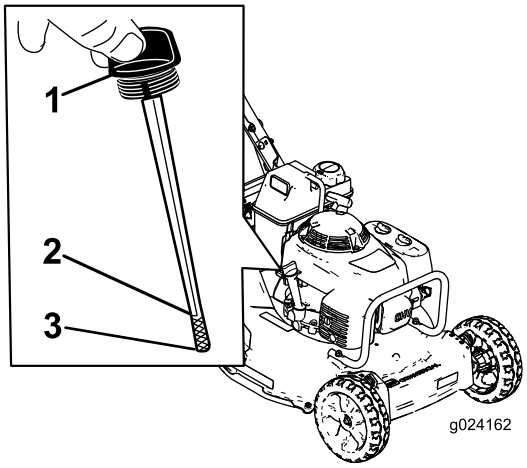

Figuur 7
Controleer voor elk gebruik of het oliepeil tussen de markeringen Bijvullen en Vol op de peilstok staat (Figuur 7).
2. Maak de omgeving van de peilstok schoon (Figuur 7).